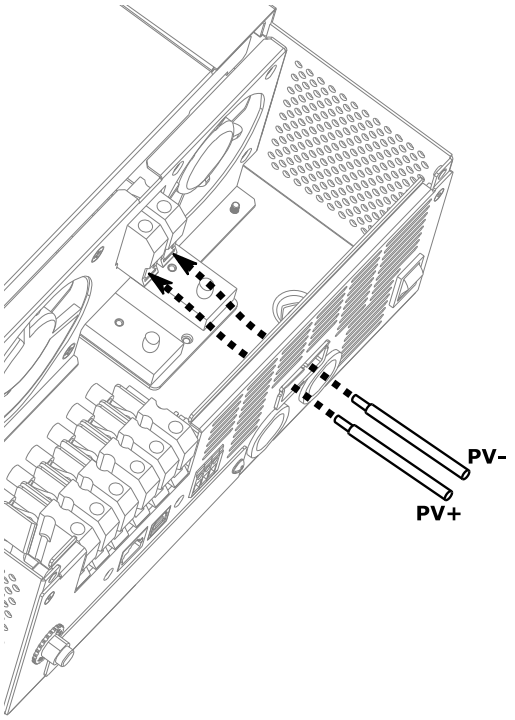

Figure 9: PV Anschlüsse
4. Schließen Sie die positiven und negativen Kabel des PV-Generators an die entsprechenden PV-Klemmen des Wechselrichters an (Abbildung 9). Ziehen Sie die Anschlussklemmen mit einem Drehmoment von 1,2 Nm an